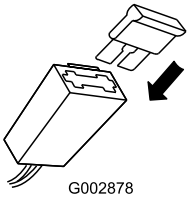

**Figuur 39**
2. Vervang de zekering in de zekeringhouder (Figuur 39).